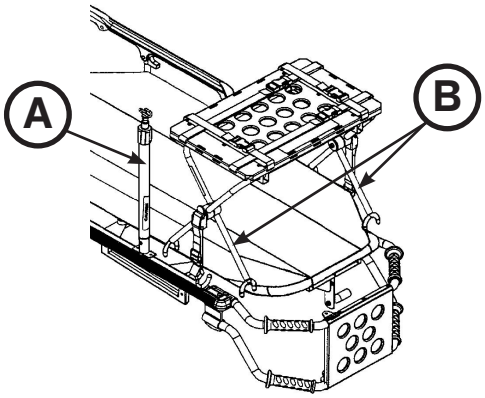

rys. 56
3. Jeśli nosze wyposażone są w stojak kroplówkowy, unieść stojak (A), jak pokazano na rys. 56.
4. Ustawić podstawkę pod defibrylator na ramie noszy, jak pokazano na rys. 56. Ustawić wewnętrzne nogi (B) podstawki pod defibrylator po stronie głowy, aby poprawnie zamocować podstawkę na ramie noszy.